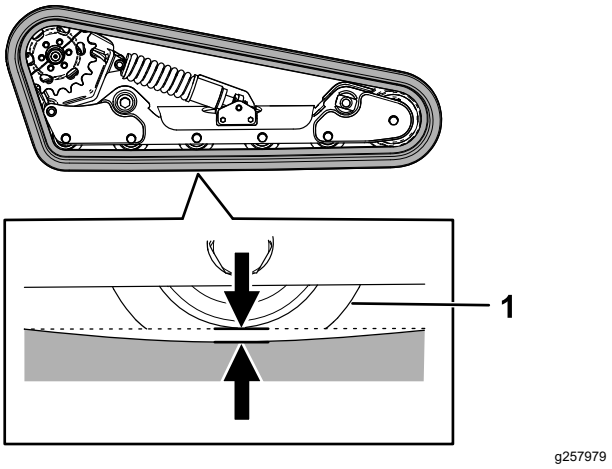

Figur 56
Lyft/stötta upp ena sidan av maskinen och använd sedan larvbandets vikt för att kontrollera att avståndet mellan underkanten på väghjulet och larvbandet är 13 mm enligt Figur 56. Om så inte är fallet ska larvbandets spänning justeras enligt följande:
5. Använd en hylsnyckel på ½ tum för att vrida spännskruven tills larvbandets böjning är 13 mm enligt Figur 56.
9. Kontrollera att larvbandets böjning är 13 mm enligt Figur 56. Justera vid behov.
20. Använd en hylsnyckel på ½ tum och vrid spännskruven moturs tills larvbandets böjning ligger på 12,7 mm enligt Figur 56.
25. Kontrollera att larvbandens böjning är 12,7 mm enligt Figur 56.